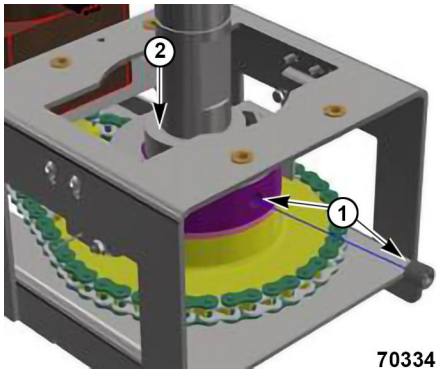

Fig. 76
2) Rotate set collar to access set screw (1, Fig. 76), then loosen set screw.
3) Remove and retain shims located on top of snap ring (2, Fig. 76).